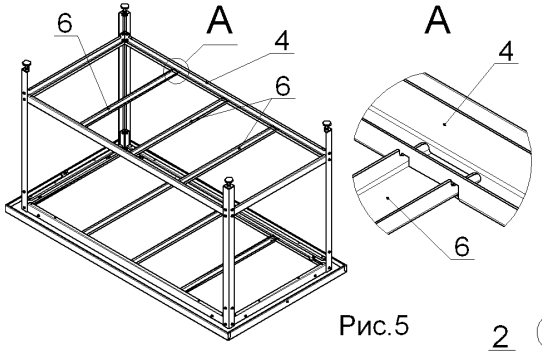

Рис.5
5. Рис.5: установить планки (6) в пазы профилей длинных (4) и закрепить профили короткие (5) на противоположной стойке (2), при помощи болтов, гаек и шайб (8, 9, 11). Окончательно затянуть все гайки (9).